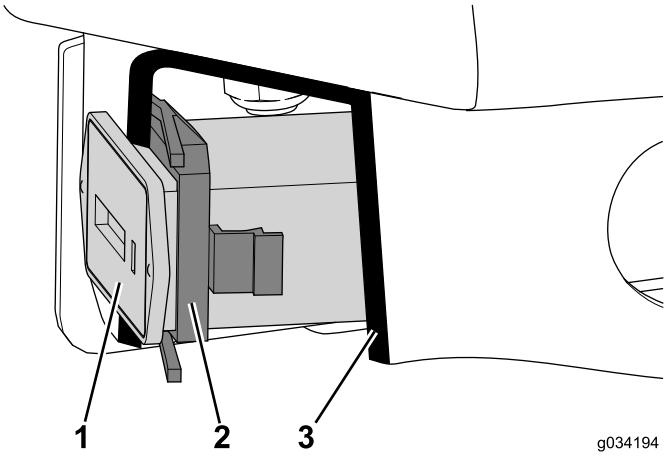

Figura 12
3. Rimuovete il fermo che fissa il contaore dal gruppo consolle, se presente (Figura 12).